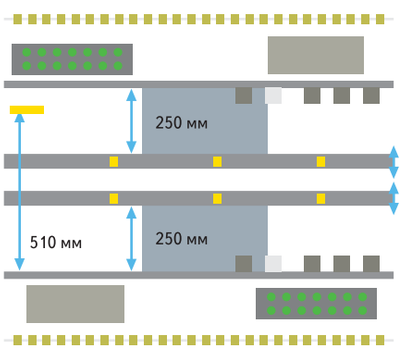

Рис. 6. HP-конвейер в двойном режиме
2. ***Двойной режим.*** Идеален для плат габаритами до 250×510 мм, с небольшим числом используемых типономиналов компонентов либо для сборки сложных плат в линии с несколькими автоматами. В этом режиме сборка двух плат осуществляется параллельно (рис. 6).